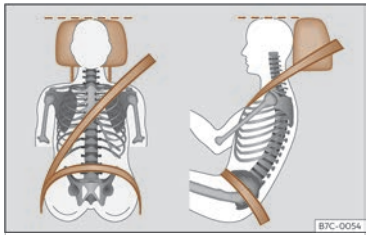

Abb. 13 Richtiger Gurtbandverlauf und richtige Kopfstützeneinstellung.
- Kopfstütze so einstellen, dass die Oberkante der Kopfstütze sich so weit wie möglich auf Höhe des Oberkopfes und so nahe wie möglich in Augenhöhe befindet[1] ››› S. 99. Den Hinterkopf so nah wie möglich an der Kopfstütze positionieren ››› **(Abb. 13)**.
- Fahrersitz in Längsrichtung so einstellen, dass die Pedale mit leicht angewinkelten Beinen durchgetreten werden können und der Abstand zur Schalttafel im Kniebereich mindestens 10 cm (4 Zoll) beträgt ››› **(Abb. 13)**.